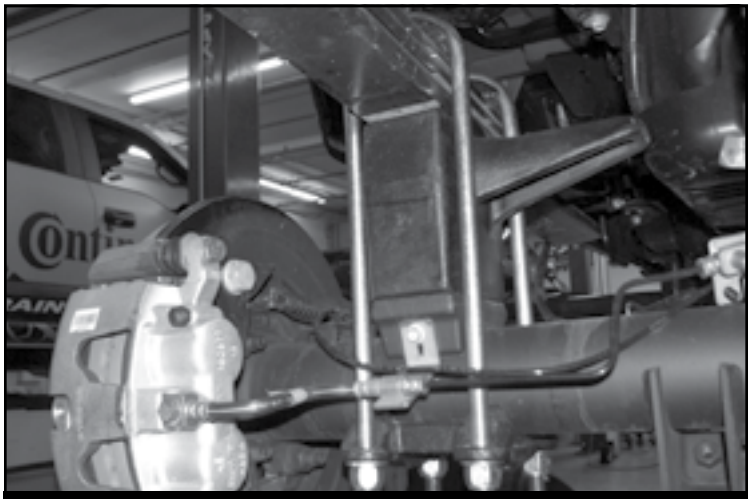

*FIGURE 31 - STEP 34*
34. Locate and install the rear lift blocks FTBK54D & P. The factory block will need to be removed. The short end of the blocks should face to the front of the vehicle. Using the supplied u-bolts, nuts and washers align axle, lift blocks and springs and torque to U-Bolts to 170 ft-lbs. **SEE FIGURE 31**